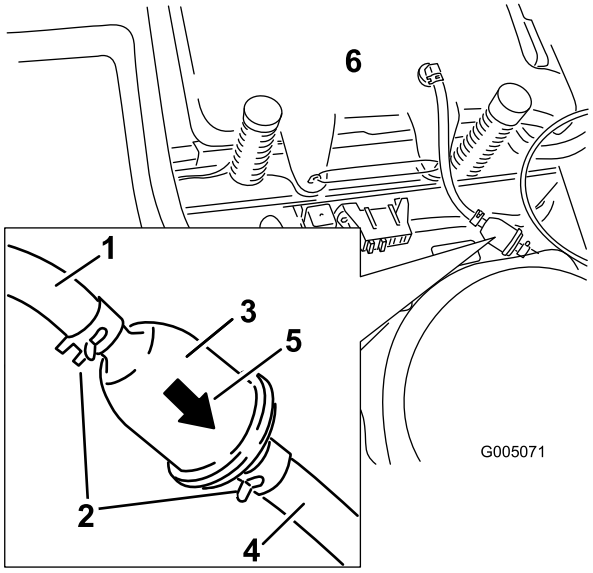

Figur 33
4. Klem sammen endene på slangeklemmene, og skyv dem bort fra filteret (Figur 33).
6. Monter et nytt filter med gjennomstrømningsretningen pekende fra drivstofftanken og mot motoren. Flytt slangeklemmene nær filteret (Figur 33) for å låse det på plass.